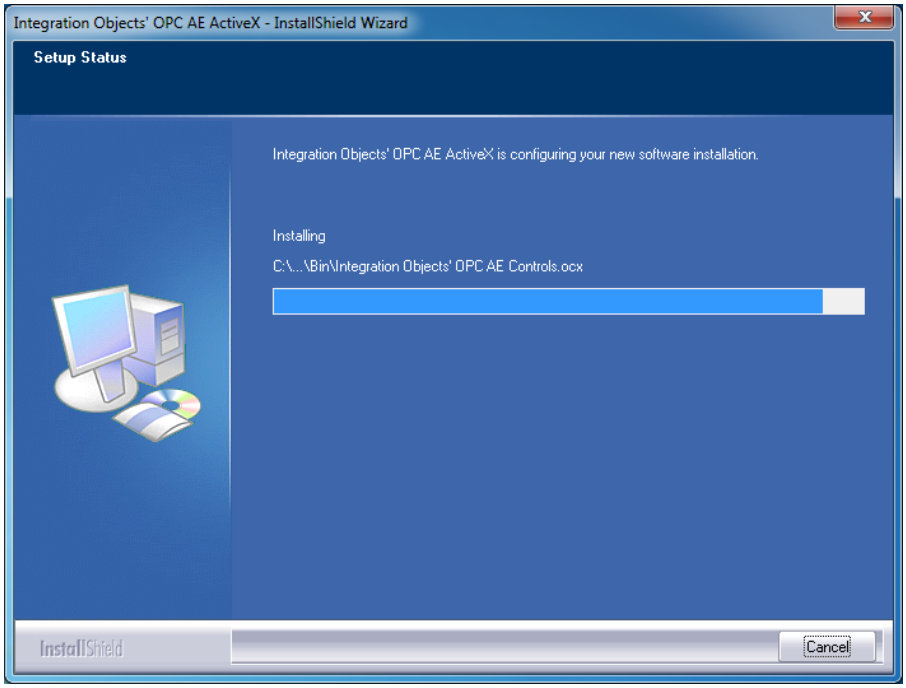

Figure 6: Installation Progress Window
8. To begin installation, click the *Next* button. An installation progress window will appear (see Figure 6).